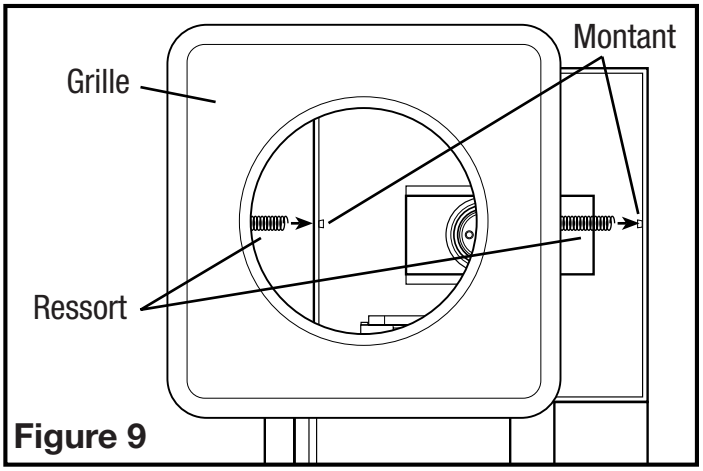

Figure 9
2. Sortir la grille de la boîte et attacher les ressorts de la grille sur les montants des deux côtés du châssis **(Figure 9).**